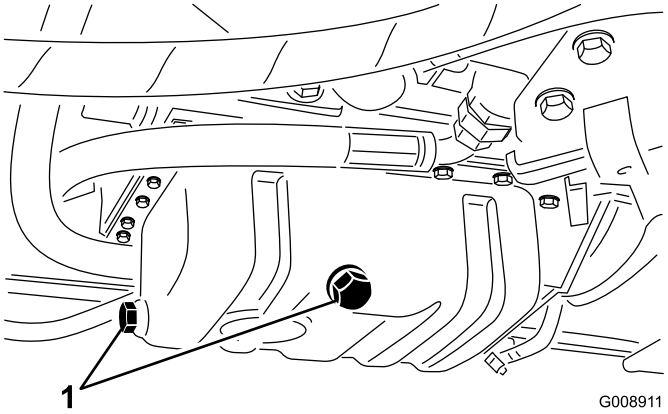

Figuur 52
1. Verwijder de aftapplug (Figuur 52) en laat de olie in een opvangbak lopen.